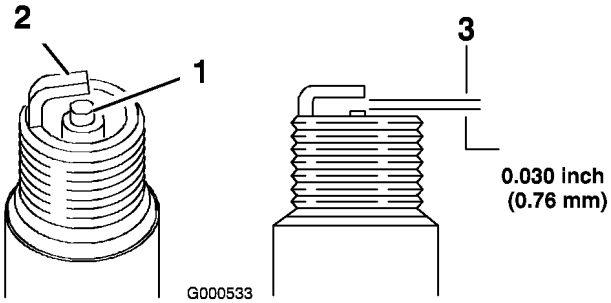

Figure 29
1. Examinez le centre de la bougie (Figure 29). Si le bec de l'isolateur est recouvert d'un léger dépôt gris ou brun, le moteur fonctionne correctement. S'il est couvert d'un dépôt noir, c'est généralement signe que le filtre à air est encrassé.
2. Contrôlez l'écartement entre l'électrode centrale et l'électrode latérale (Figure 29). Courbez l'électrode latérale (Figure 29) si l'écartement est incorrect.